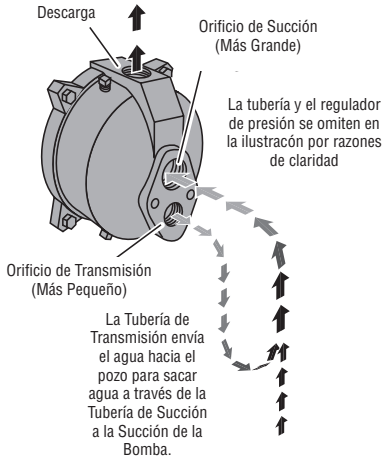

Figura 2 - Funciones de succión y transmisión
3. Instale la bomba y el tanque en el sistema. Asegúrese que todas las conexiones de la tubería de succión estén herméticamente cerradas y sean a prueba de agua. Si la tubería de succión puede succionar aire, la bomba no podrá sacar agua del pozo (vea la Figura 2).
2. Instale el juego del eyector. Siga las instrucciones indicadas en el juego. El venturi debe quedar alineado con el orificio superior en la parte delantera de la bomba (vea la Figura 2).